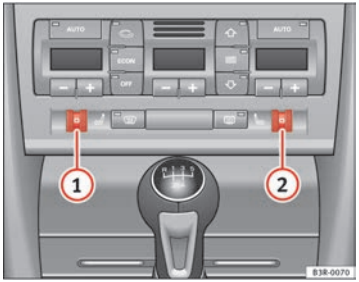

Fig. 135 Detailed view of instrument panel: Thumbwheel controls for seat heating
Turn thumbwheel (1) or (2) ⇒ fig. 135 to switch on and adjust the heating on the left or right front seats.